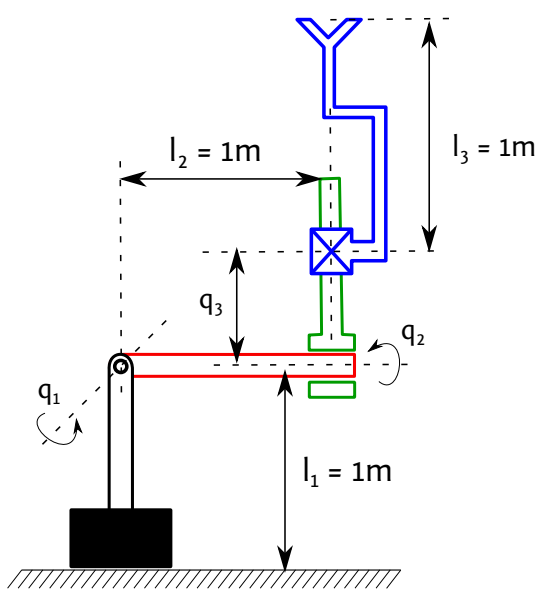

Figure 5.2: Robot RRT
1. We consider the robotic structure with 3 degrees of freedom from figure 5.2